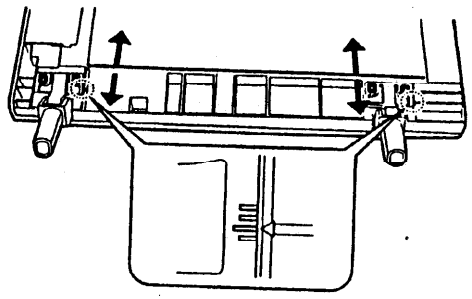

Рис.3 Регулировка регистрации SDF
3. (Рис. 3): Отрегулируйте положение шарнира.